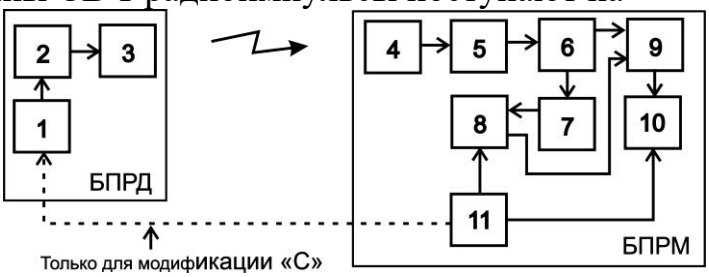

Рис. 6.5
6.2.1 Управляемый генератор 1 (см. рис. 6.5) вырабатывает импульсную последовательность определенной скважности. Под действием импульсов с генератора